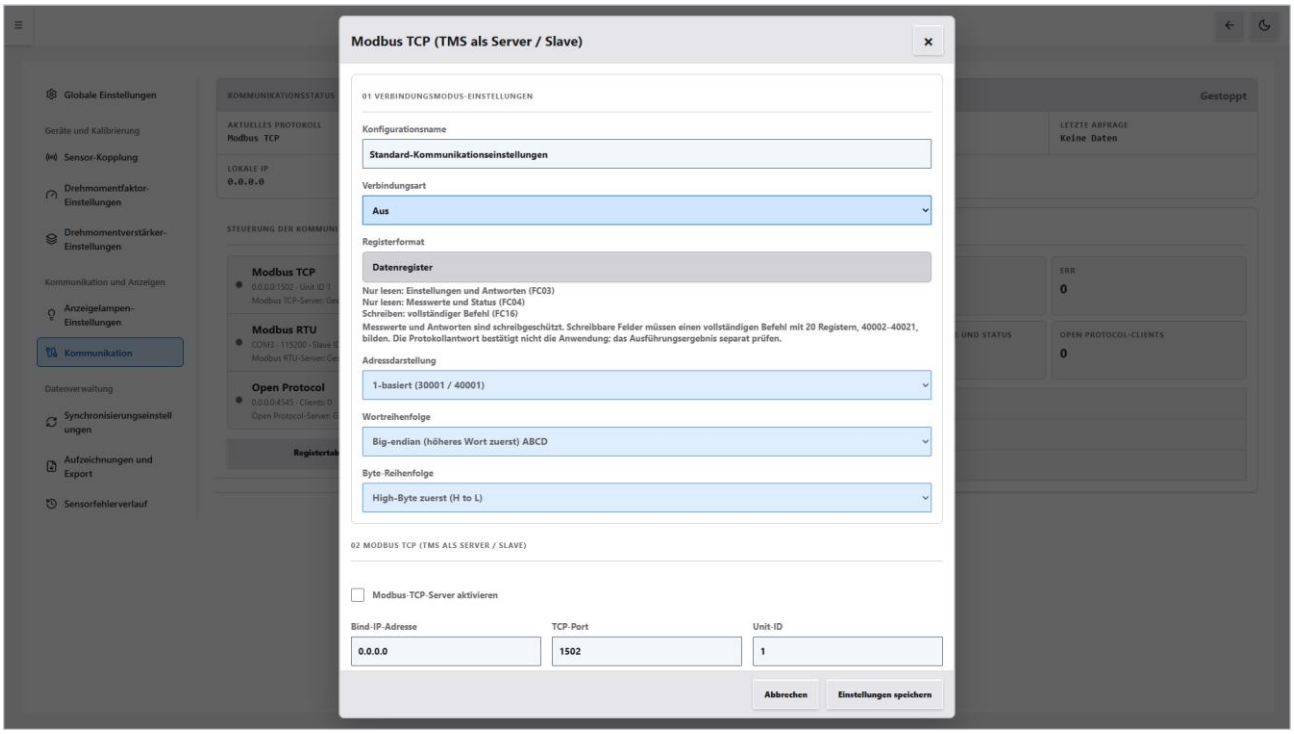

Abbildung 13-2 Einstellungsfenster Modbus TCP
2. Öffnen Sie in TMS „Kommunikationseinstellungen“, und klicken Sie rechts in der Zeile „Modbus TCP“ auf ⚙. Das Fenster „Modbus TCP (TMS als Server / Slave)“ wird geöffnet (siehe Abbildung 13-2).